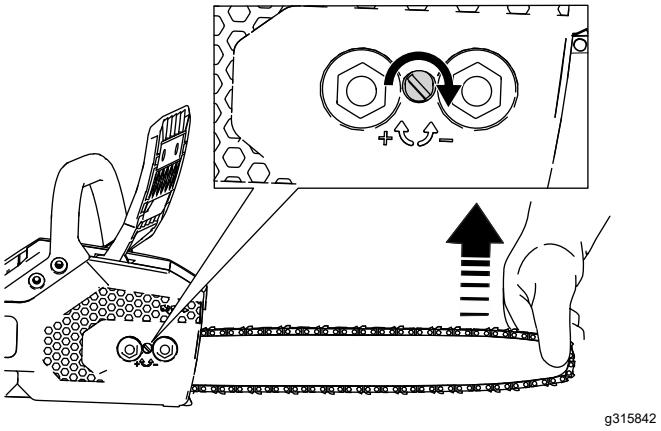

Figure 29
6. Hold up the tip of the guide bar (Figure 29).
- **To tighten the chain,** turn the chain tensioning screw clockwise (Figure 29).